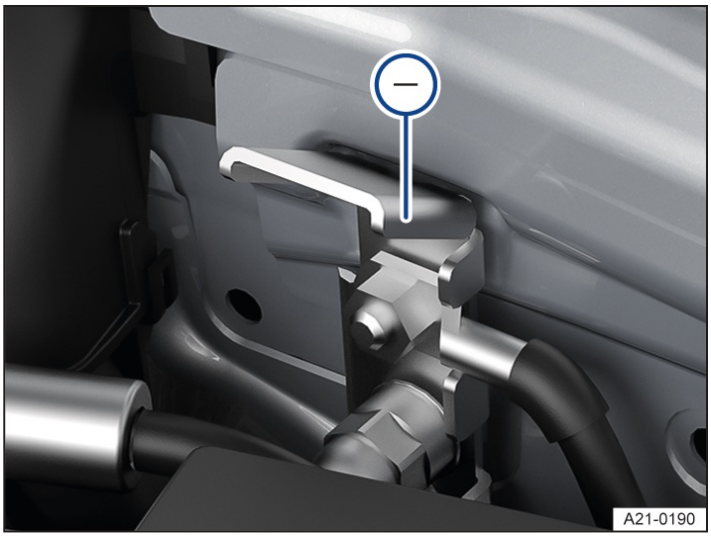

Fig. 1 In the engine compartment: Negative terminal jump-start point.
– The jump-start point (negative terminal) is for connecting the black jumper cable → *fig. 1*.